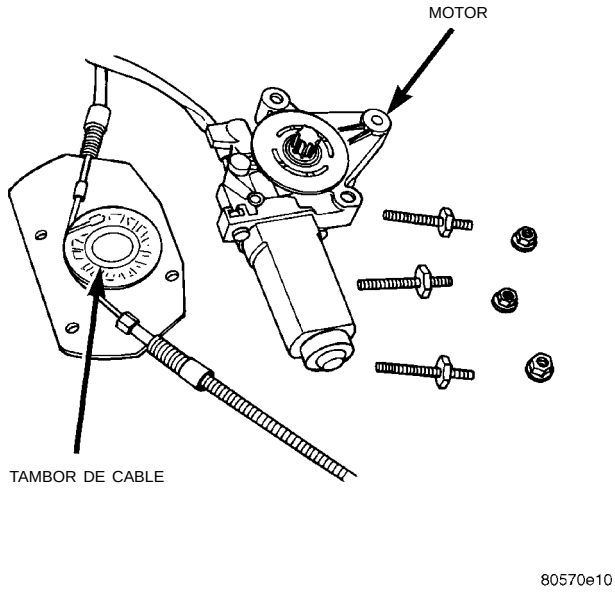

Fig. 6 Desmontaje del motor de ventanilla de 4 puertas
(1) Mueva la ventana sin que alcance en lo posible ninguna de las posiciones tope hacia arriba o hacia abajo.
(2) Retire el panel de la puerta. Consulte el procedimiento de desmontaje en el Grupo 23, Carrocería.
(3) Desconecte el conector de cableado del motor.
(4) Retire las tres tuercas que fijan el motor/la caja del regulador de la ventanilla al panel interno de la puerta. Esto permitirá que el motor/la caja se desplace hacia la abertura inferior del panel interno de la puerta al flexionarse los cables (Fig. 6).
(5) Gire el motor/la caja para ganar acceso a las tres tuercas que fijan el motor a la caja.
(6) Retire la tres tuercas que fijan el motor a la caja.
(7) Retire el motor de la caja. Procure no arrancar el tambor de cable de la caja, ya que el eje del motor tiende a arrastrar el tambor consigo.